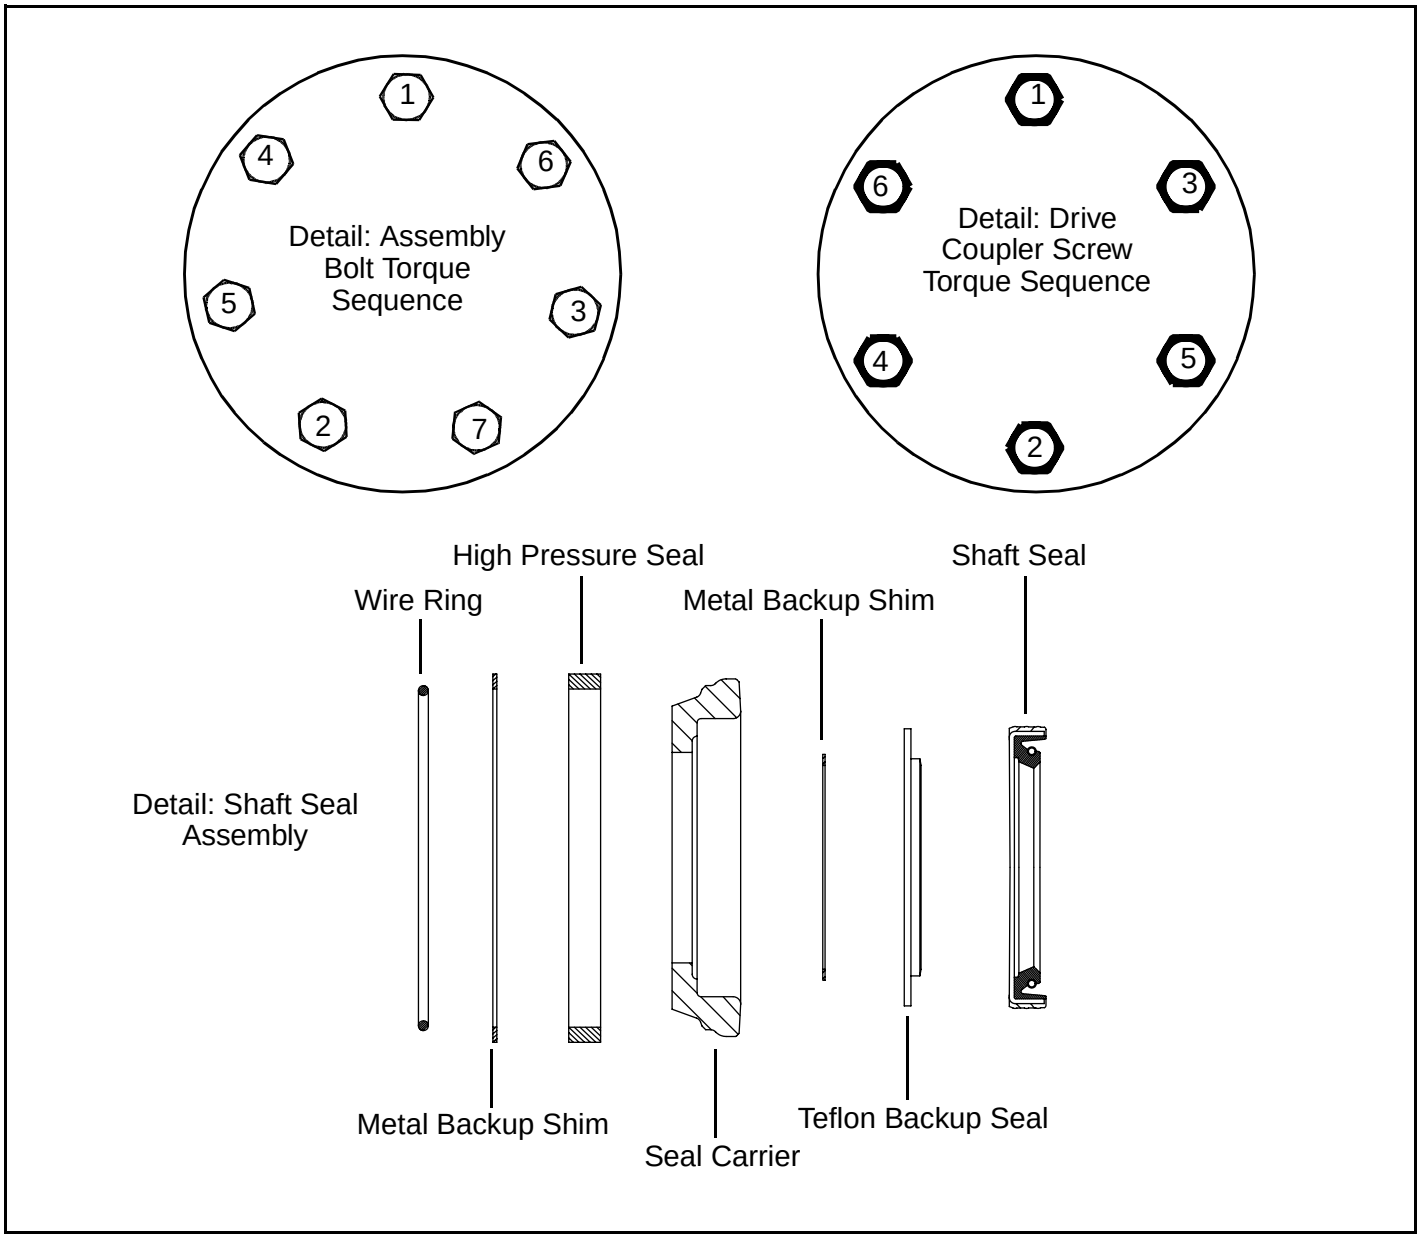

Figure 3-24: Front Drive Motor Assembly, Details
Seal Replacement, Front Motor (Figure 3-23 & Figure 3-24)
1. Remove six bolts (40) from end cap (41). Lift end cap (41) off of wheel flange (19). Peel or scrape paper gasket (42) off of end cap and/or wheel flange (19). If grease is between end cap (41) and driver (43), remove grease. Screw a 1/4-20 bolt (not included) into one of the two threaded holes in the driver (43) and lift the driver out of the wheel flange (19). If grease is between driver (43) and housing pilot (28), remove grease.
2. To aid in reassembly of the motor, make a "v" shaped set of lines from the end cover (37) to the housing (28) using either paint or a marker. With hub facing down, secure motor in vise by clamping on to housing (28). Loosen and remove seven bolts (39) holding motor assembly together. Remove end cover (37) carefully as piston (35) and spring (36) may fall out. If piston does not come out, carefully pry piston (35) out of end cover (37) and lay aside. Remove o-ring seal (12) and teflon backup seal (13) from end cover and discard seals. Remove spring (36) and lay aside.
3. Lift commutator container and commutator (34) from motor and lay aside. Place commutator on a flat, clean surface with the seal (11) facing up. Place the tip of a small screwdriver on the seal (11) and gently tap until opposite side of seal lifts from groove. Remove seal and discard.
4. Remove manifold (33), rotor set (32) and divider plate (31) from motor. Remove all seals (8, 9, & 10) from components and discard. (caution- do not allow rolls to drop from rotor assembly (32) when removing rotor assembly from motor.) Remove drive link (30) from motor and lay aside.
5. Remove motor from vise and re-clamp in vise with pilot side of housing facing up. Using a brass hammer, carefully tap shaft (29) down until rear shaft bearing (25) is protruding from rear housing surface approximately 5/8". Using a small screwdriver, remove wire ring (2), metal backup shim (3) and high pressure seal (4) from inner bore groove. Remove shaft/seal carrier assembly (29, 14, 5-7) up through housing. Remove seal carrier (14), thrust washer (15) and thrust bearing (24) from shaft and lay aside.
6. Using a small, flat bladed screwdriver, carefully pry shaft seal (7), teflon backup seal (6) and metal backup shim (5) from seal carrier (14) and lay aside. Lay seal carrier (14), thrust washer (15) and thrust bearing (24) aside.
8. (note: shaft seals for 1-1/4" and 1-1/2" shafts are included in this kit. To determine which new seal to use for servicing, refer to old shaft seal). Place shaft on a clean surface with output end facing up. Install thrust bearing (24) and then thrust washer (15) onto shaft. After coating shaft seal (7) and teflon backup seal (6) with clean oil, install shaft seal (7) onto shaft with lip facing. Install teflon backup seal (6) with lip facing down followed by metal backup shim (5) (See Figure 3-24 for correct seal position). Install seal carrier (14) onto shaft with large end facing down. Using a sleeve and press, gently press seal carrier (14) down to compress seal assembly (5-7) into seal carrier (14).
9. Place housing (28) in vise with pilot of housing facing up. Place spacer under housing (28) to prevent shaft (29) from dropping to work surface. Spacer should allow shaft to be about 1/2" below rear surface of housing.
10. Place shaft/shaft seal assembly into housing (28) with output end facing up. Install high pressure seal (4) into groove in inner bore of housing (28). Install metal backup shim (3) against high pressure seal (4) by squeezing the shim (3) between thumb and forefinger to bow shim. While maintaining bow in shim, start the shim into the groove and use a small screwdriver to push the shim into groove. Install wire ring (2) into groove making sure that the ends are butted.
11. While holding shaft into housing, secure housing/shaft assembly in vise with shaft end down. Gently tap shaft bearing (25) down into housing until bearing is approximately 1/16" below rear housing surface. Install drive link (30) into shaft and gently tap drive link (30) down to seat seal carrier (14) against wire ring (2). If shaft (29) is seated properly against wire ring (2), rear surface of shaft (29) should be flush with rear surface of housing (28).
12. Install housing seal (8) into groove in housing (28). Place divider plate (31) onto housing (28) aligning bolt holes. Place body seals (9) in grooves in both sides of rotor (32). Place rotor (32) onto divider plate (31) with side of rotor with chamfer in splines facing divider plate (31). Place manifold (33) onto rotor (32) with seal groove side up. Install manifold seal (10).
13. Install the commutator seal (11) into the commutator (34) with the metal side facing up. Use finger pressure to press the seal down flush with the surface of the commutator. Place the commutator container onto the manifold (33) and then place the commutator onto the protruding end of the drive link (30) making sure that the seal side faces up.
14. Install the remaining body seal (9) in the groove in the face of the end cover (37). Install piston spring (36) into end cover (37), then the white teflon backup seal (13) followed by the o-ring seal (12). Lining up the alignment pin with the hole in the end cover, press piston (35) into the end cover (37). While holding the piston (35) in the end cover (37), lower the end cover assembly onto the motor. Check to make sure that the end cover ports are in their original position.
15. Install the seven assembly bolts (39) and pre-torque to 10 ft. Lbs. Using bolt torque sequence shown in Figure 3-24, final torque all bolts to 50 ft. Lbs.